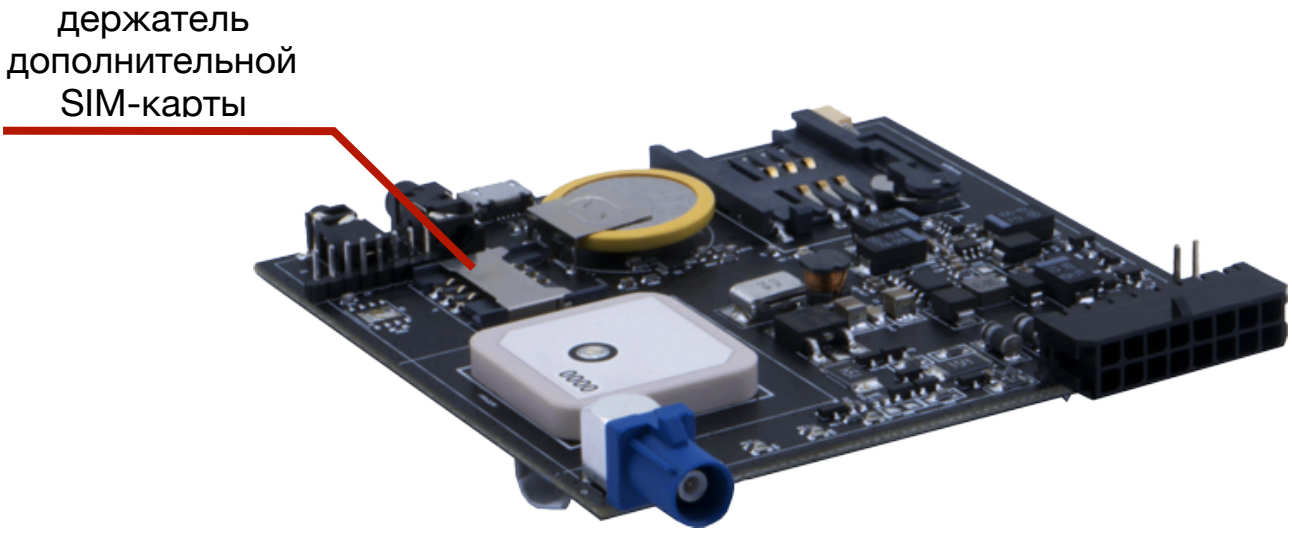

Рис. 3. Место расположение дополнительного SIM-держателя на плате Трекера
- установить SIM-карту в дополнительный SIM-держатель (см. рис. 3);